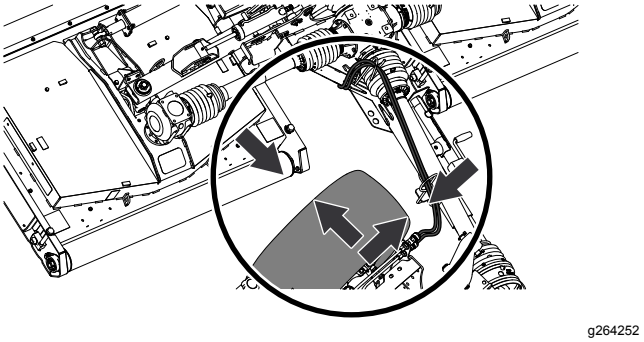

Figur 37
3. Kontrollera att spelet mellan släpfordonets däck och gräsklipparens delar är tillräckligt stort när du vänder (Figur 37).